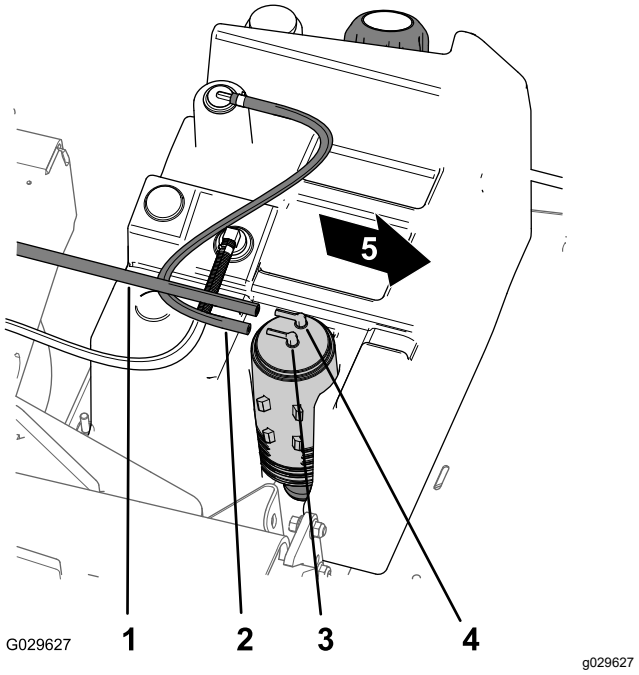

**Figur 43**
1. Fjern vakuumslangen fra fittingen på kulfilterbeholderen med betegnelsen Purge (Figur 43).
2. Fjern brændstoftankens slange fra fittingen på kulfilterbeholderen med betegnelsen Fuel Tank (Figur 43).
8. Monter vakuumslangen på fittingen på kulfilterbeholderen med betegnelsen Purge, og brændstoftankens slange på fittingen med betegnelsen Fuel Tank (Figur 43).